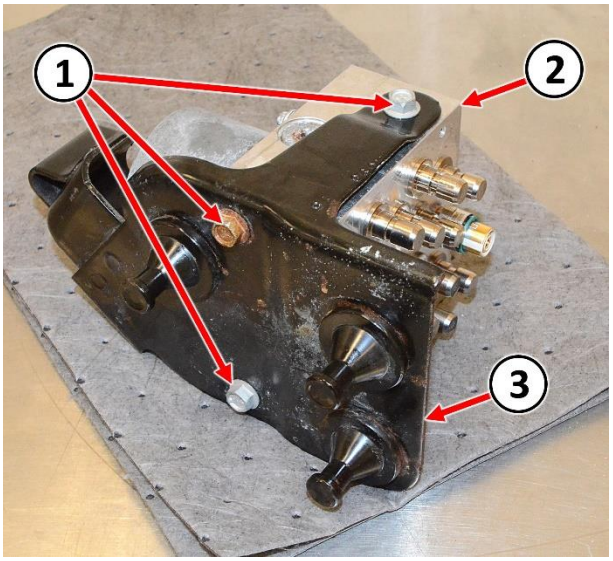

Figure 16 – HCU Mounting Bracket
8. Remove the three bolts (1) securing the HCU (2) to the mounting bracket (3) then separate and **DISCARD** the HCU (Figure 16).
9. Align the **NEW** HCU (2) to the mounting bracket (3) then install the three bolts (1). Tighten the bolts to 11 N·m (8 Ft. Lbs.) (Figure 16).